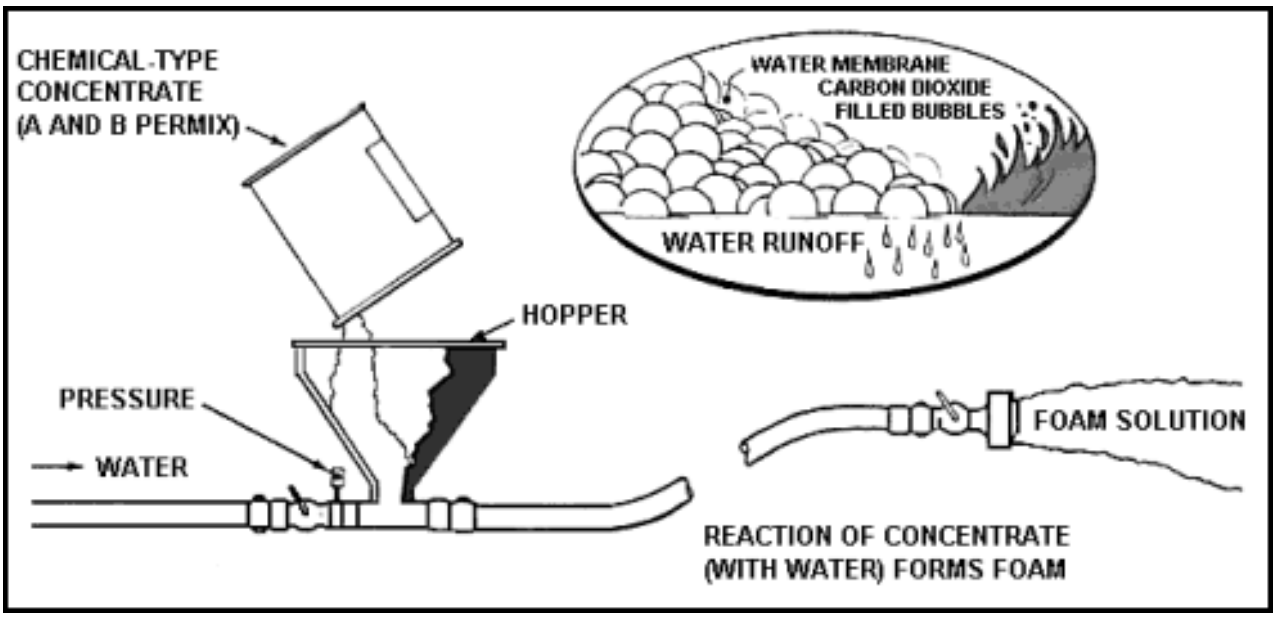

Figure 11-14. Production of Chemical Foam
- **Chemical foam.** You can form *c*hemical foam by mixing an alkali (usually sodium bicarbonate) with an acid (usually aluminum sulfate) in water (Figure 11-14). When chemical foam was first introduced, these substances were stored in separate containers. They are now combined in a sealed, airtight container. A stabilizer is added to make the foam tenacious and long-lived. When these chemicals react, they form a foam or froth of bubbles filled with carbon dioxide gas. The carbon dioxide in the bubbles has little or no extinguishing value. Its only purpose is to inflate the bubbles. From 7 to 16 volumes of foam are produced for each volume of water.